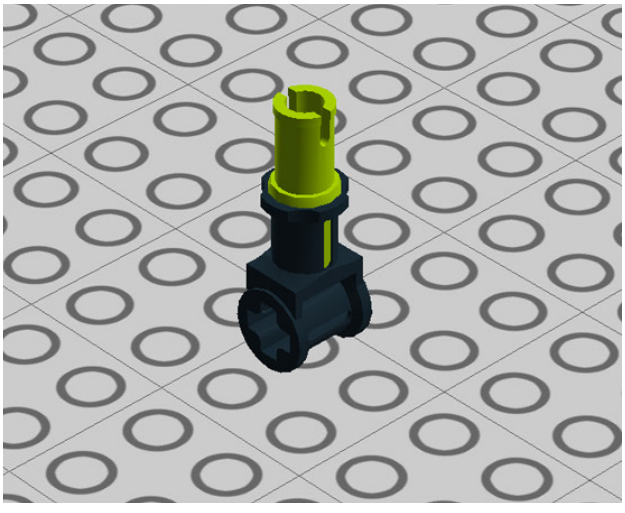

Figure 1-21. *Step 17: Starting the rear wheel*
17. Next, let's tackle the rear wheel. Begin by adding a beige cross connector (the kind without friction tabs) to a catch. Figure 1-21 shows this arrangement.